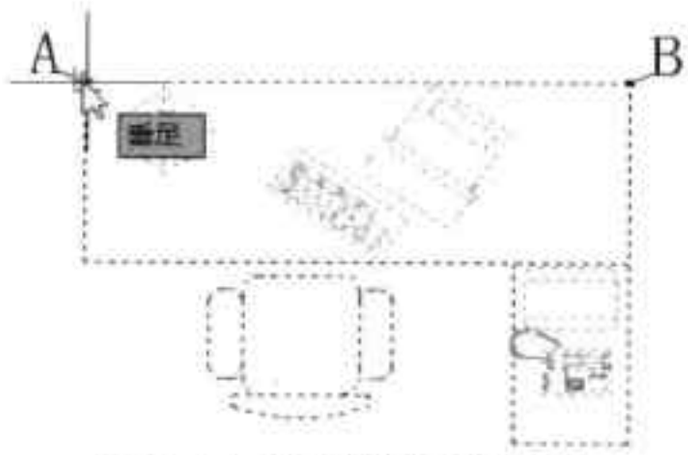

图6-23 选择镜像轴线起点
Step 02 选中镜像轴线的起点，这里选择 A 点，如图 6-23 所示。